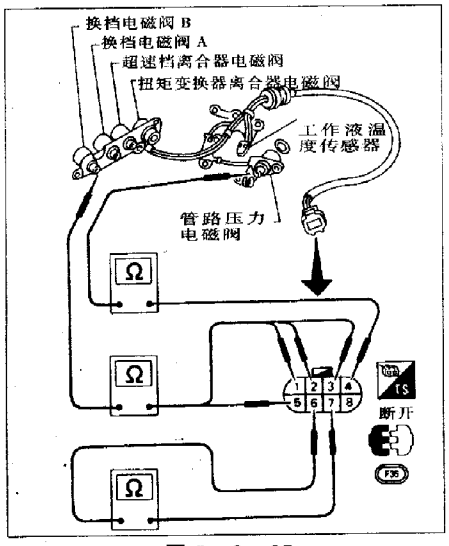

图5-2-65
①电阻检查:见图5-2-65,测量两端子间电阻值,数值参照表5-4。